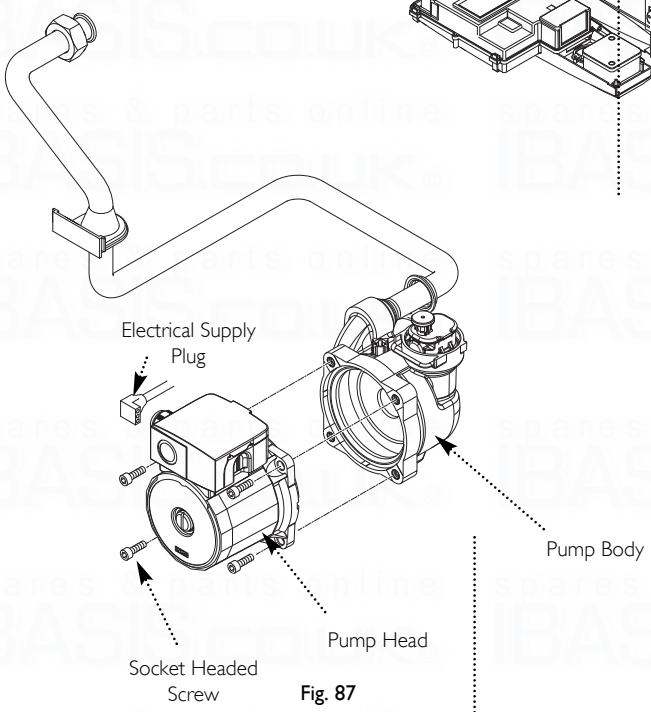

Fig. 87
14.12 Pump - Head Only (Fig. 87)